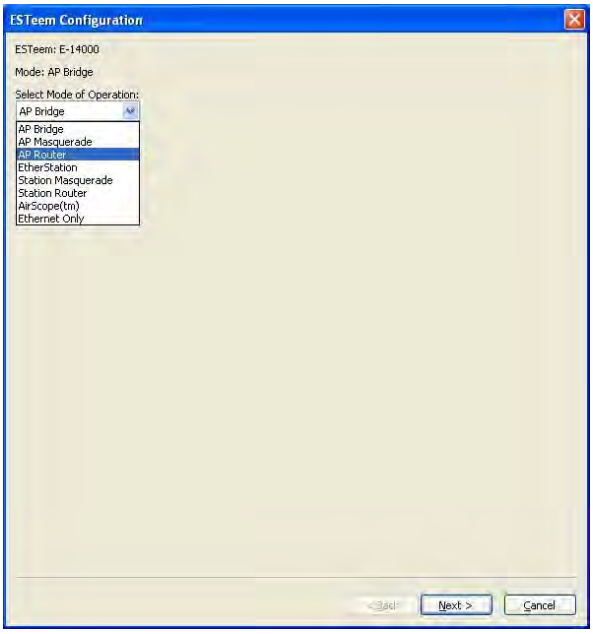

Figure 26: Mode of Operation Selection
7. Select Station Router for Z-14001 and Station Masquerade for Z-14002 in the Mode of Operation (Figure 26). Press the Next button at the bottom of the window to continue.